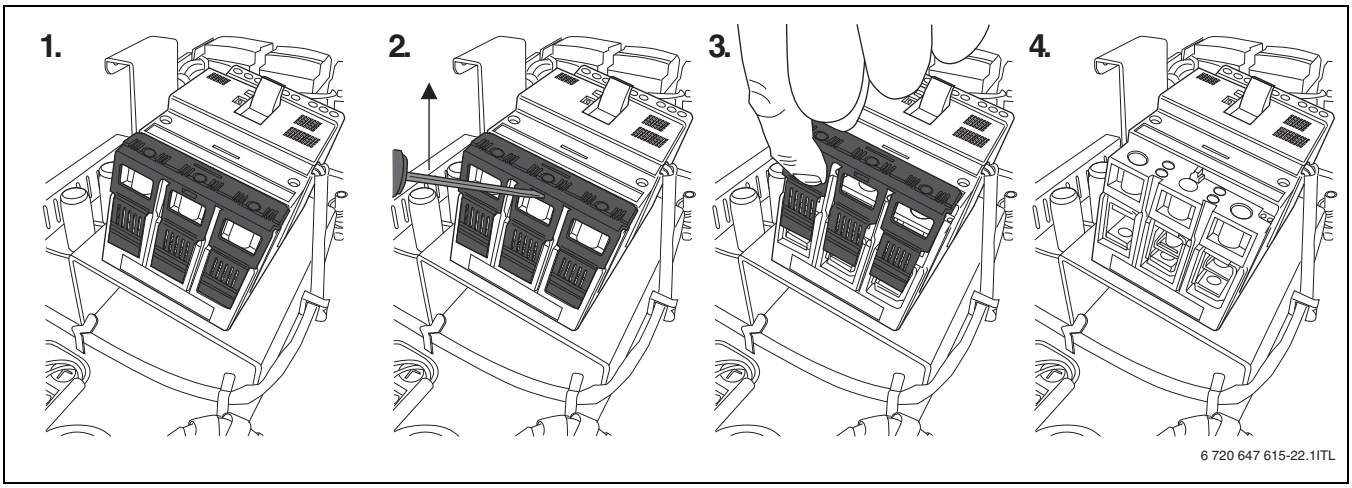

Рис. 9 Удаление защиты от прикосновения на главном выключателе
- ▶ Подключите провод к входным клеммам «L1 — L3» главного выключателя (→ рис. 9 и 10).